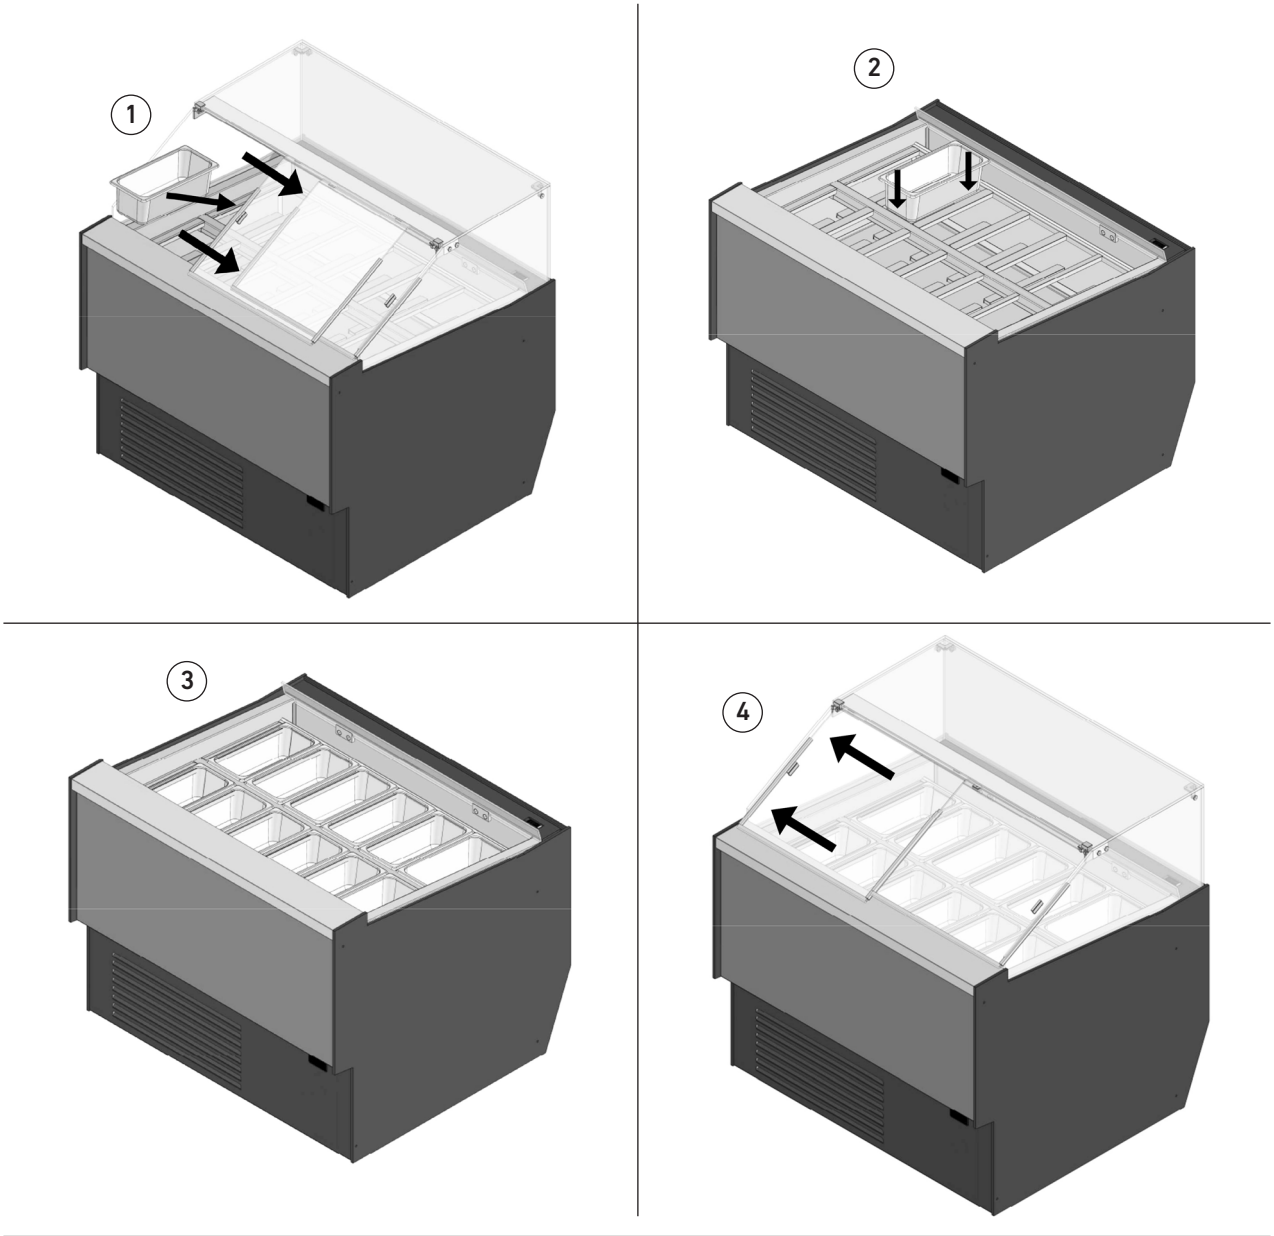

fig. 15
- Aprire gli scorrevoli come mostrato in fig. 15 part. 1 per accedere alla camera refrigerata con le vaschette;
- Posizionare le vaschette nelle apposite cavità verificando che vadano a poggiare fino a battuta (fig. 15 part. 2-3);
- Richiudere gli scorrevoli (fig. 15 part. 4).